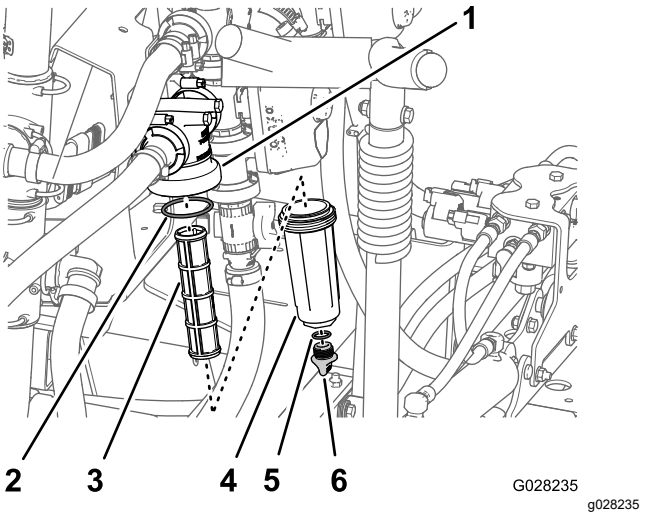

Bild 114
2. Stellen Sie eine Auffangwanne unter den Druckfilter (Bild 114).
3. Drehen Sie die Ablassschraube nach links und nehmen sie von der Glocke des Druckfilters ab (Bild 114).
4. Drehen Sie die Glocke nach links und nehmen sie vom Filterkopf ab (Bild 114).
5. Entfernen Sie den alten Druckfiltereinsatz (Bild 114).
6. Überprüfen Sie den O-Ring für die Ablassschraube (in der Glocke) und den O-Ring für die Glocke (im Filterkopf) auf Beschädigungen und Abnutzung (Bild 114).
7. Setzen Sie den neuen Druckfiltereinsatz in den Filterkopf ein (Bild 114).
8. Befestigen Sie die Glocke am Filterkopf und ziehen sie mit der Hand an (Bild 114).
9. Setzen Sie die Schraube in die Schale ein und ziehen Sie sie mit der Hand fest (Bild 114).